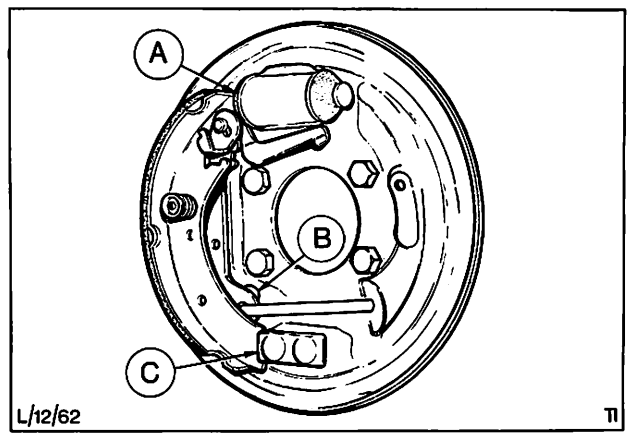

Abb. 41 Hintere Bremsbacke
6. Hintere Bremsbacke und Schwinghebel zusammenbauen und Schwinghebelsicherung auf den Drehzapfen montieren. Backe an Stützlager „C" und Radbremszylinder „A", Abb. 41, in Einbaulage bringen. Dabei sicherstellen, daß der Schwinghebel vor dem Prüfstift „B" liegt. Anschließend Haltestift, Feder und Federteller der Bremsbackenbefestigung montieren.